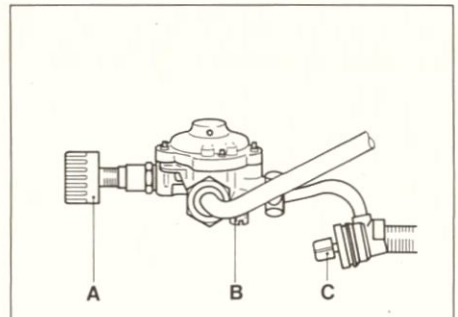

Afb. 3 Watergedeelte
a) Waterstopkraan (C) sluiten.
b) Knop van suppletiekraan (A) tot aan de aanslag naar links draaien.
d) Aftapschroef (B) uitdraaien en na weglopen van het water opnieuw inschroeven (zie afbeelding 3).